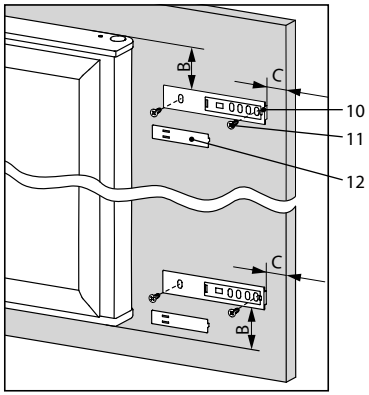

Figura 11
– deschideți ușa superioară a dulapului de mobilier și, în conformitate cu figura 11, atașați la aceasta două ghidaje 10 cu șuruburi 11, păstrând dimensiunile B și C. Dimensiunea B trebuie să fie egală cu 50 mm, dimensiunea C – grosimea peretelui dulapului mobilă plus 20 mm;